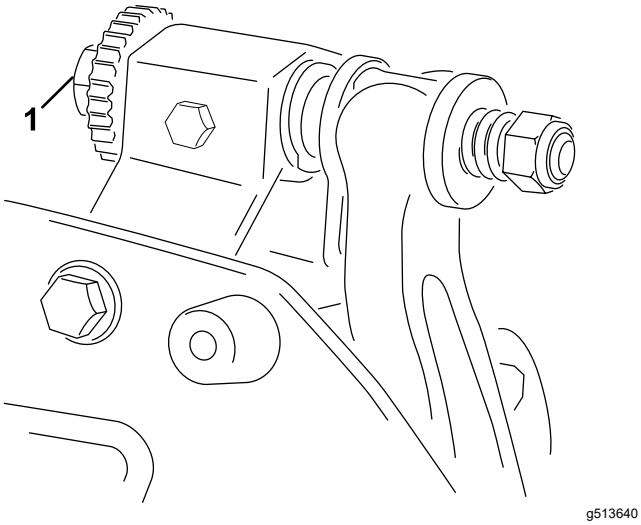

图 10
A. 顺时针旋转底刀架调节螺丝图 10一次调整一格直到感觉并到听到轻微的接触。
6. 向右转动底刀架调节螺栓图 10通过左右滑动薄垫片直至感到薄垫片上存在轻微的压力。取出薄垫片。